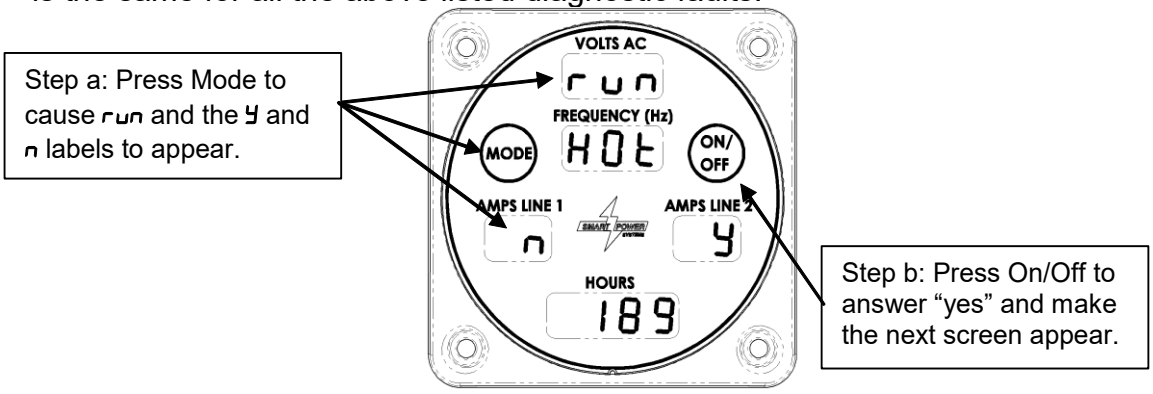

Figure 24 - Hot Oil Fault Override
a. From the Normal mode display, press Mode, as if you wanted to display the oil temperature. The screen shown in Figure 24 will be displayed instead, asking if you want to "run hot." This screen will also be displayed if you attempt to start the generator with the condition present.